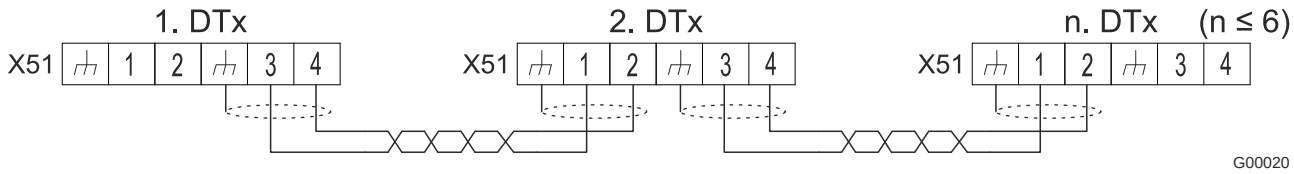

Abb. 22: Multimaster-Steuerung
1. Die Controller der Kühlgeräte gemäß Anschlussplan und Abb. 22 an der entsprechenden Klemmleiste MM1 / MM2 verbinden, siehe "Elektrischer Schaltplan – Multi-Controller (MC)", Seite 42.